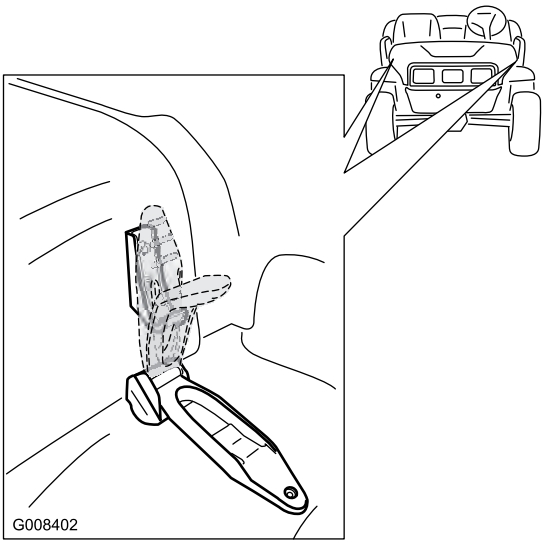

**Figur 22**
1. Lossa gummiremmarna på båda sidor om huven (Figur 22).